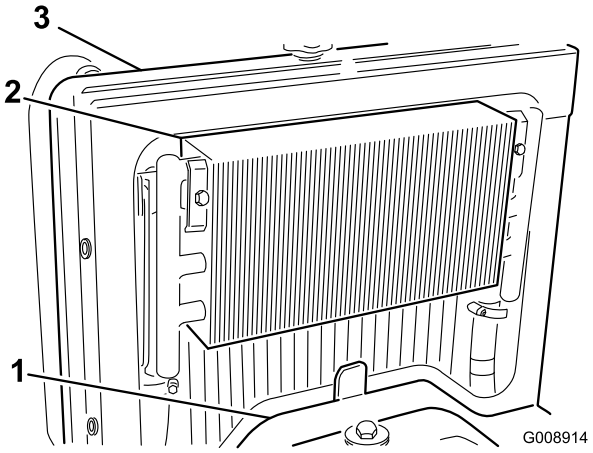

Figuur 66
3. Verwijder het inspectieluik (Figuur 66).